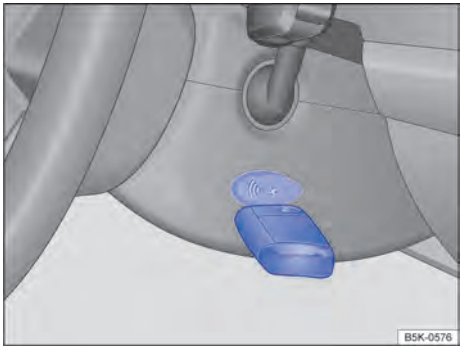

Fig. 91 A la derecha en la columna de dirección: función de arranque de emergencia en vehículos con sistema de bloqueo y de arranque Keyless Access sin llave.
– Mantener la llave del vehículo directamente después de presionar el pulsador de encendido y arranque a la derecha de la columna de dirección → fig. 91.